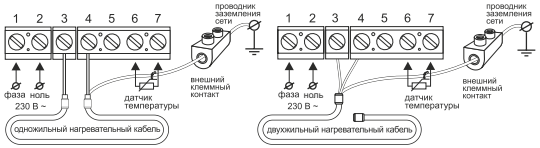

Рис.3
- Вывод экранирующей оплетки (желто-зеленый провод) - к линии защитного заземления (PE) через внешний клеммный контакт (не входит в комплект поставки) (Рис.3).